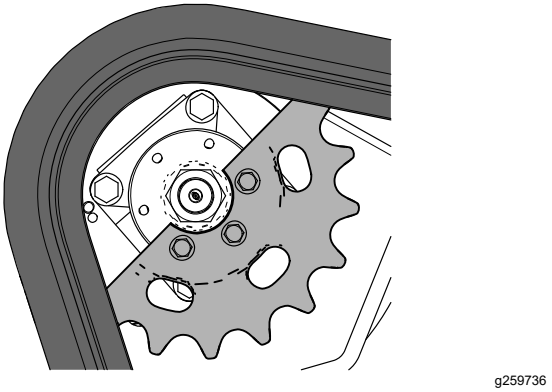

**Figura 63**
1. Perno (3)
11. Mueva el control de tracción hacia delante hasta que la otra mitad del piñón de arrastre no esté acoplado con la oruga (Figura 63).